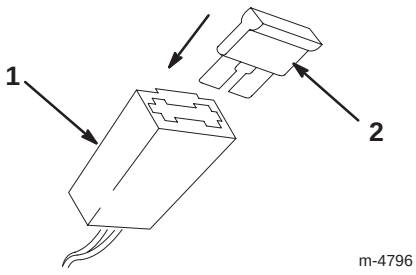

Figura 9
2. Inserite il fusibile nel portafusibile, come riportato nella Figura 9.